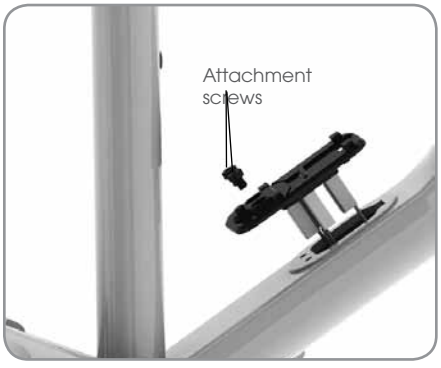
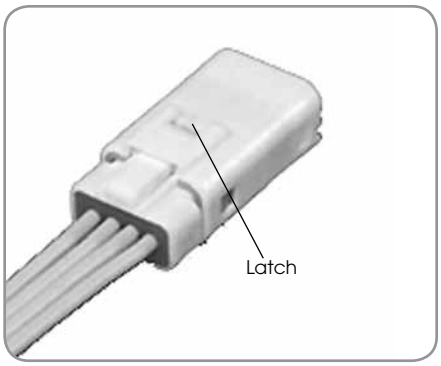
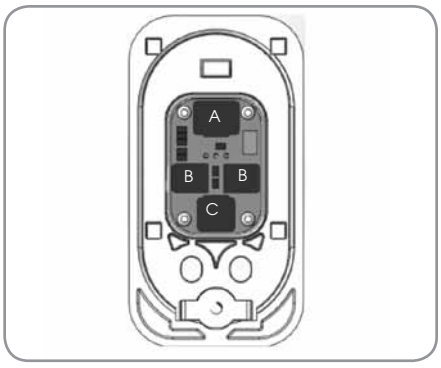

Figure 7. Dock exploded
Figure 9. Connector
Figure 10. Wiring diagram (underside of dock)
1. Remove the two attachment screws (Figure 7).
3. Disconnect the wires (Figure 7) from the back of the dock. Depress the connector latch (Figure 9) with a screwdriver and pull the plastic head of the connector straight out; do not pull on the wires. For more info about the connector, see the Wires section on the following pages.
1. Connect the wires to the dock. Push each wire connector (Figure 9) straight onto its post. When a connection engages, you should hear a soft 'click'. Each connector has a specific number of pins, so will only fit in the correct place. However, to make connection quicker, see the wiring diagram, Figure 10.